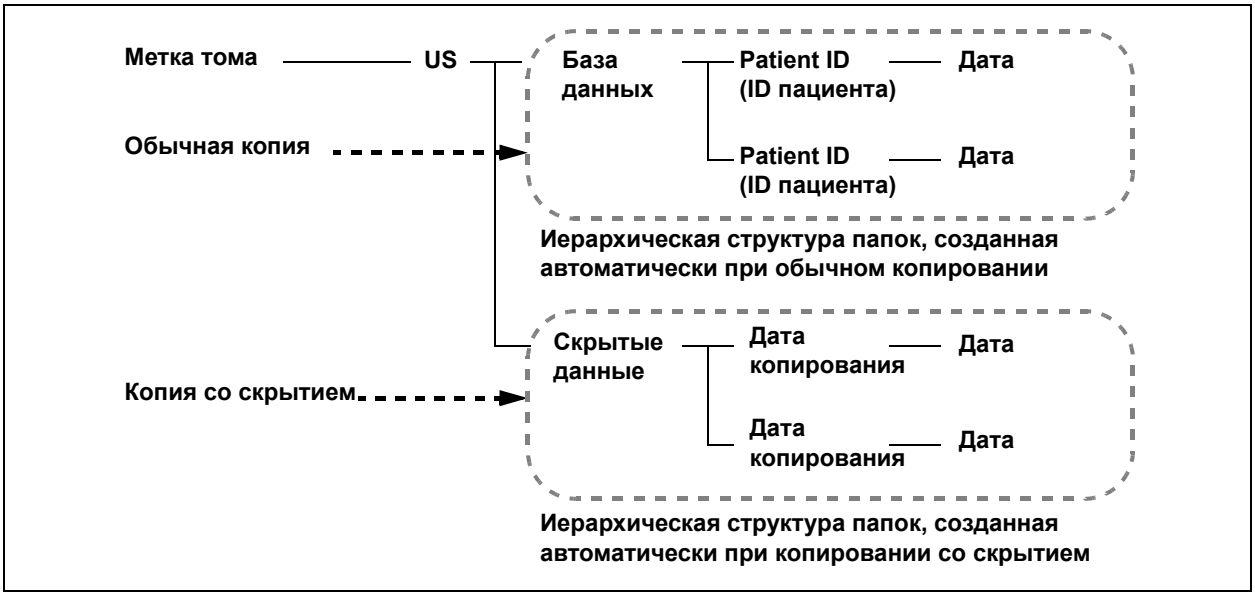

рисунок 7.262
- При копировании или перемещении данных в устройстве назначения папки создаются автоматически. Иерархическую структуру папок см. на рис. 7.262.
- Файлы. созданные путем копирования со скрытием, копируются в папки, отличные от папок с обычными файлами. На рис. 7.262 показана иерархическая структура папок, полученная при просмотре данных съемного запоминающего устройства на ПК.